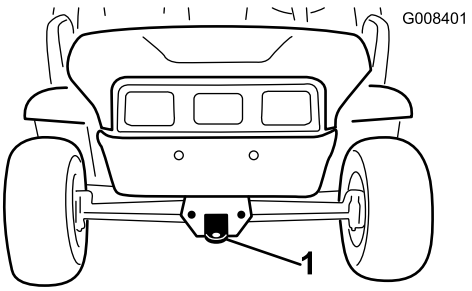
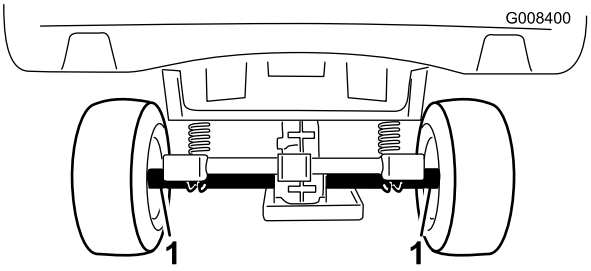

Figur 23
Figur 24
Brug en anhænger til at flytte maskinen, hvis den skal flyttes langt væk. Sørg for, at maskinen er forsvarligt bundet til anhængeren. Se Figur 24 og Figur 23 for at se placeringen af bindepunkterne på maskinen.
2. Sæt et bugsertov fast på anhængertrækstangen foran på maskinens stel (Figur 23).